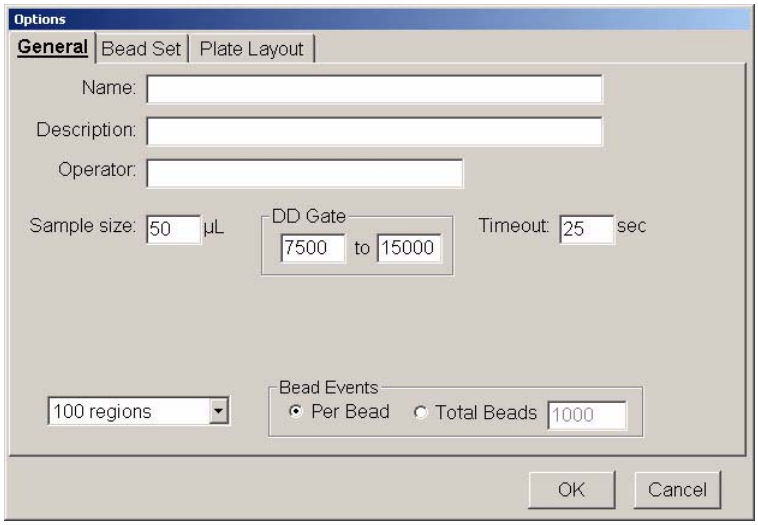

Figure 5-35. Options Dialog Box—General Tab
2. On the Acquisition Detail toolbar, click **New Advanced Batch**. The **Options** Dialog Box opens with the **General** tab displayed. See Figure 5-35.